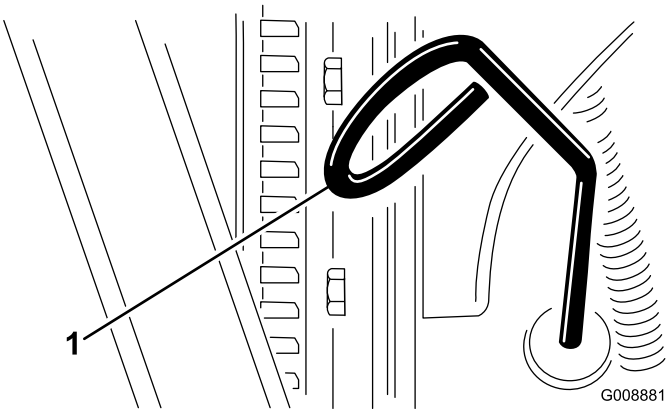

Figura 21
3. Retire a vareta, limpe-a e volte a colocá-la (Figura 21).